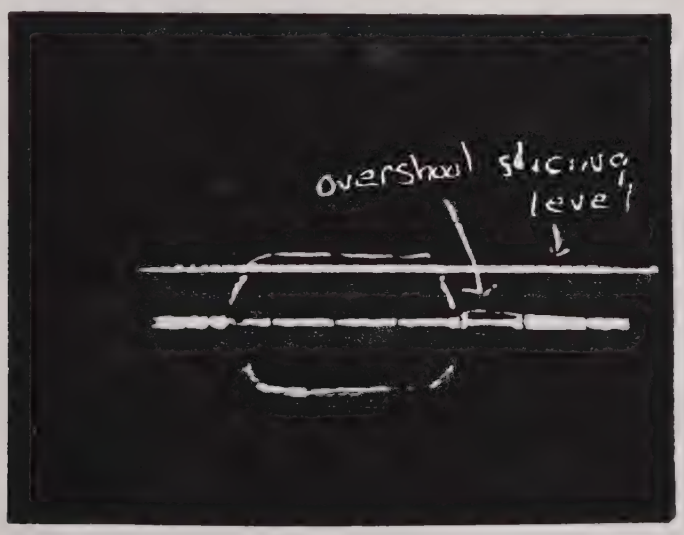

FIGURE 2
20. Probe U4-2. This is the slicing level voltage set in Step 9. Move the vertical position of this level on the scope to line it up on the center graticule of the scope. Do not re-adjust. See Figure 2